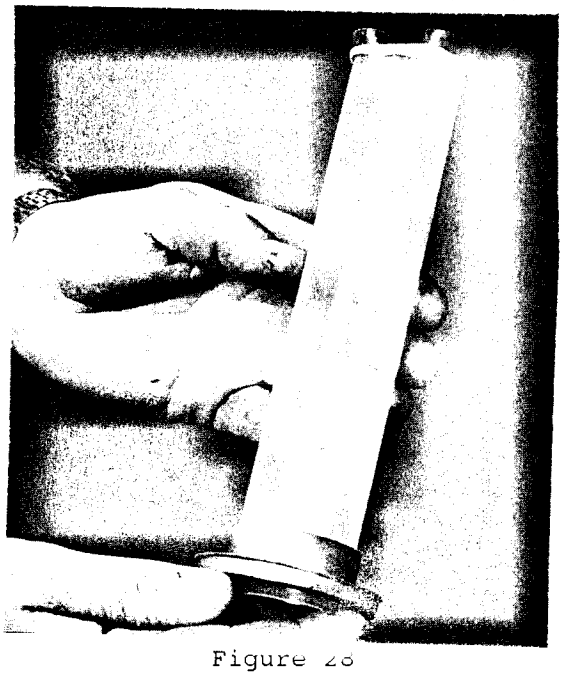

Figure 28
29. Passer l'élastique sur la bride déformée de l'Hydratube (figure 28).